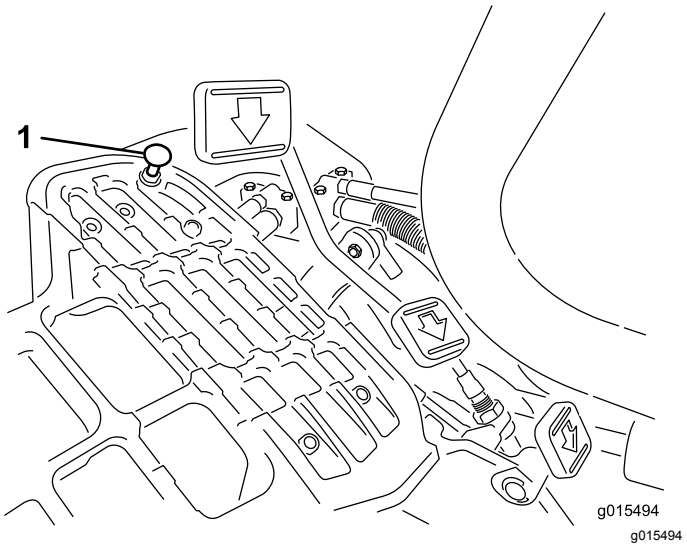

Figura 36
Para obter a velocidade máxima de transporte, engate a alavanca de controlo de função na posição TRANSPORTE e carregue para baixo no pedal de tração. Se o pedal entrara em contacto com o batente (Figura 36) antes de sentir tensão no cabo, é necessário efetuar o seguinte procedimento de ajuste:
1. Ponha a alavanca de controlo de funcionamento na posição TRANSPORTE e liberte a porca de bloqueio que fixa o batente do pedal à placa inferior (Figura 36).